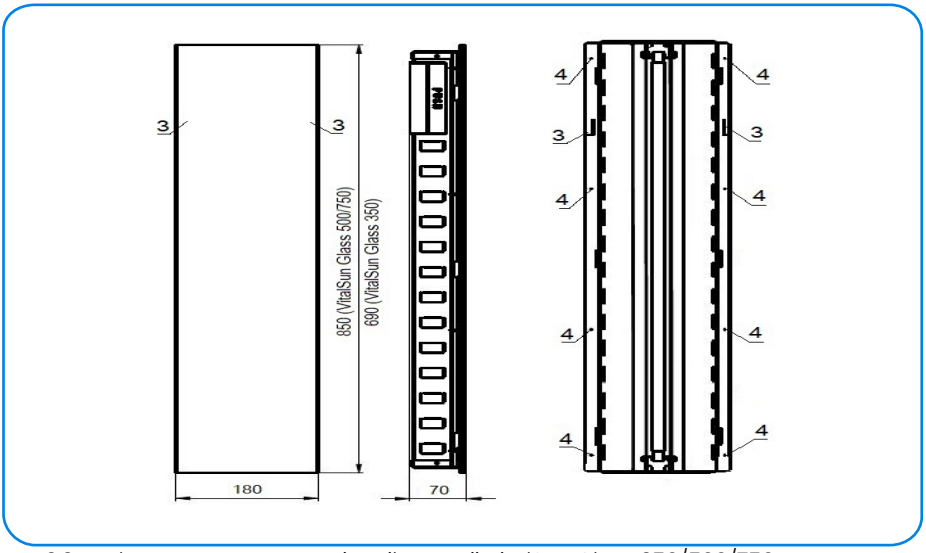

Rys. 3.3 Punkty montażowe promiennika z serii VitalSun Glass 350/500/750
- Demontoż panelu frontowego: zwolnić zatrzski (Rys. 3.3, poz.3,), przesunąć panel frontowy ku górze (w przypadku montażu w pozycji pionowej),
- Przykręcić promiennik do ściany w otworach znajdujących się wzdłuż dłuższej krawędzi obudowy(Rys. 3.3, poz. 4). Stosować wyłącznie wkręty znajdujące się w zestawie z urządzeniem.